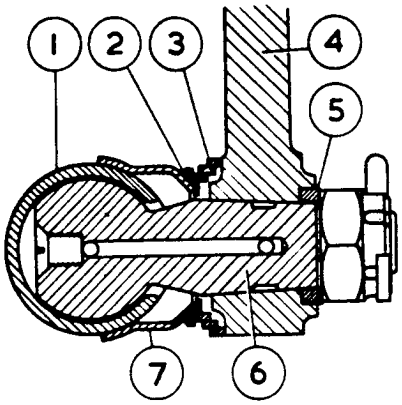

FIG.1. SECTION - BALL JOINT-SIDE STEERING TUBE REAR END.
a) Remove the castle nut and the locating washer, 5 Fig.1 from the ball end pin(6), then give the bottom of the pendulum lever (4) a sharp tap upwards, i.e. at right-angles to the axis of the ball pin. This should release the pin. A large steady block should be held against the upper end of the lever to absorb the shock,and a drift used on the lower end to prevent damage to adjacent parts.
c) Collect the pressure spring 3, Fig.1, the sealing disc,(2) and mud excluder (7).
NOTE: When re-connecting the side steering tube to the pendulum lever, it is important that the mud excluder (7 Fig.1) is placed the correct way round, i.e. with the longest plain portion pointing
towards the rear end of the tube. After placing the ball pin in the pendulum lever, make sure that the flats and lugs of the locating washer (5 Fig.1) correctly engage with the corresponding flats and slots on the ball pin and in the lever.